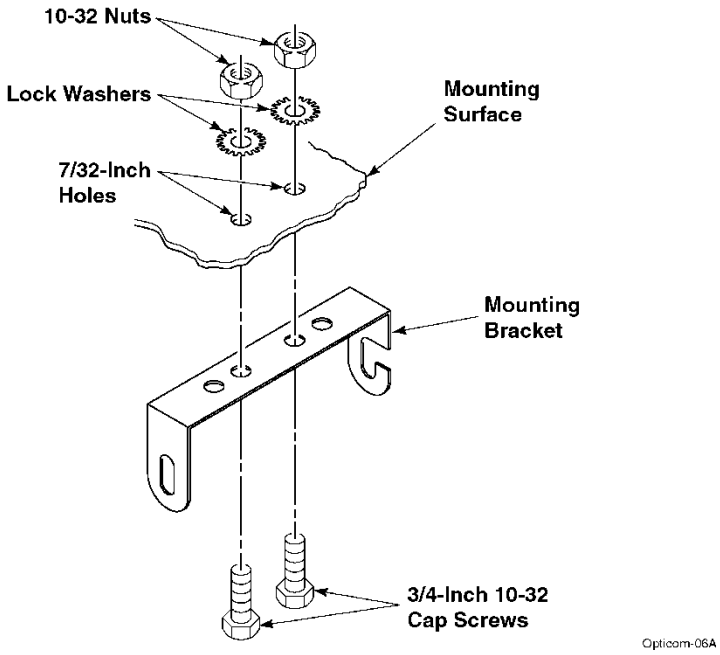

Figure 5-4. Emitter Control Switch Mounting Bracket Installation
2. Insert the two 10-32 x 3/4-inch cap screws through the holes in the mounting bracket and mounting surface. See Figure 5-4.